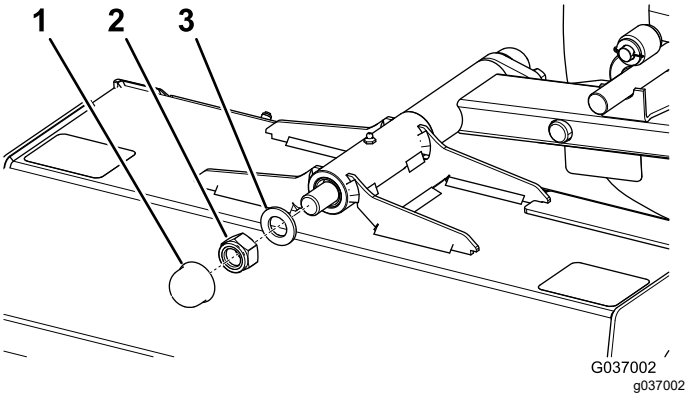

Рисунок 76
4. Снимите колпачок и отверните гайку (M24) с шайбой с вала оси поворота (Рисунок 76).
5. Установите шайбу и контргайку (M24), затяните контргайку (Рисунок 76).